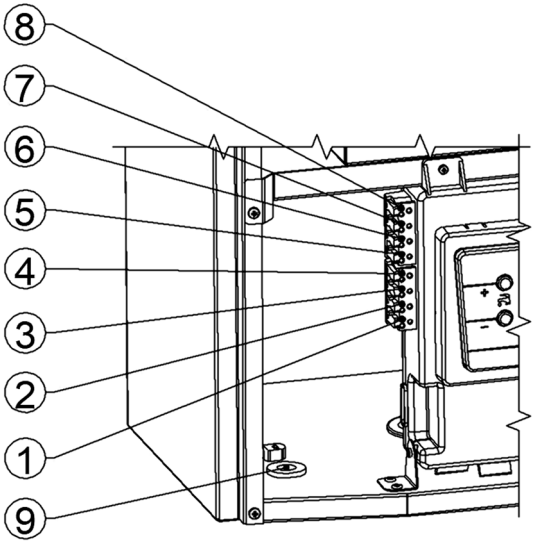

Рис. 11. Подключение дополнительных устройств
– удалить перемычку между клеммами 1 и 2 на колодке блока управления (рисунок 11);
– продеть двухпроводной кабель, идущий от термостата, через проходную муфту 9 в корпусе и подключите его к клеммам 1 и 2 (рисунок 11);
– продеть двухпроводной кабель, идущий от датчика, через проходную муфту 9 в корпусе и подсоедините его к клеммам 3 и 4 (рисунок 11);
– Продеть двухпроводной кабель, идущий от термостата БКН, через проходную муфту 9 в корпусе котла и подсоедините его к клеммам 5 и 6 (рис. 11)
– Извлечь сопротивление 2 кОм. Продеть двухпроводный кабель, идущий от датчика температуры БКН, через проходную муфту 9 в корпусе котла и присоединить его к клеммам 7 и 8 (рис.11)